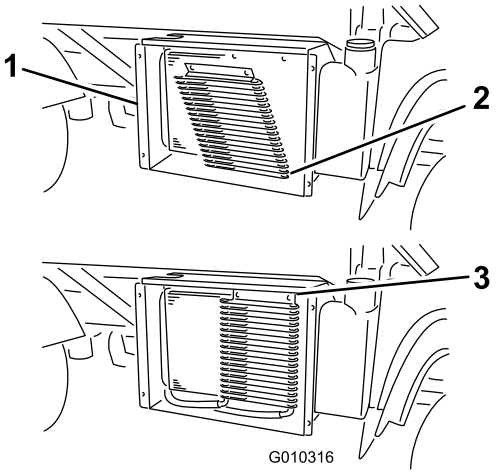

Figur 57
3. Roter sperrene og sving oljekjøleren bort fra radiatoren, hvis utstyrt med dette (Figur 57).